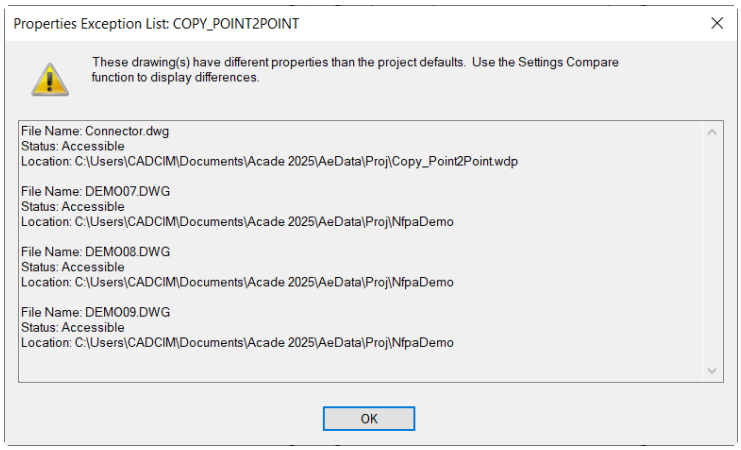

Figure 2-74 *The* ***Properties Exception List: COPY_POINT2POINT*** *dialog box*
1. Right-click on the **Copy_Point2Point** project and choose **Exception List** from the shortcut menu displayed; the **Properties Exception List: COPY_POINT2POINT** dialog box is displayed, as shown in Figure 2-74. This dialog box lists the drawings which have different properties than the project default properties. Next, choose the **OK** button in this dialog box.